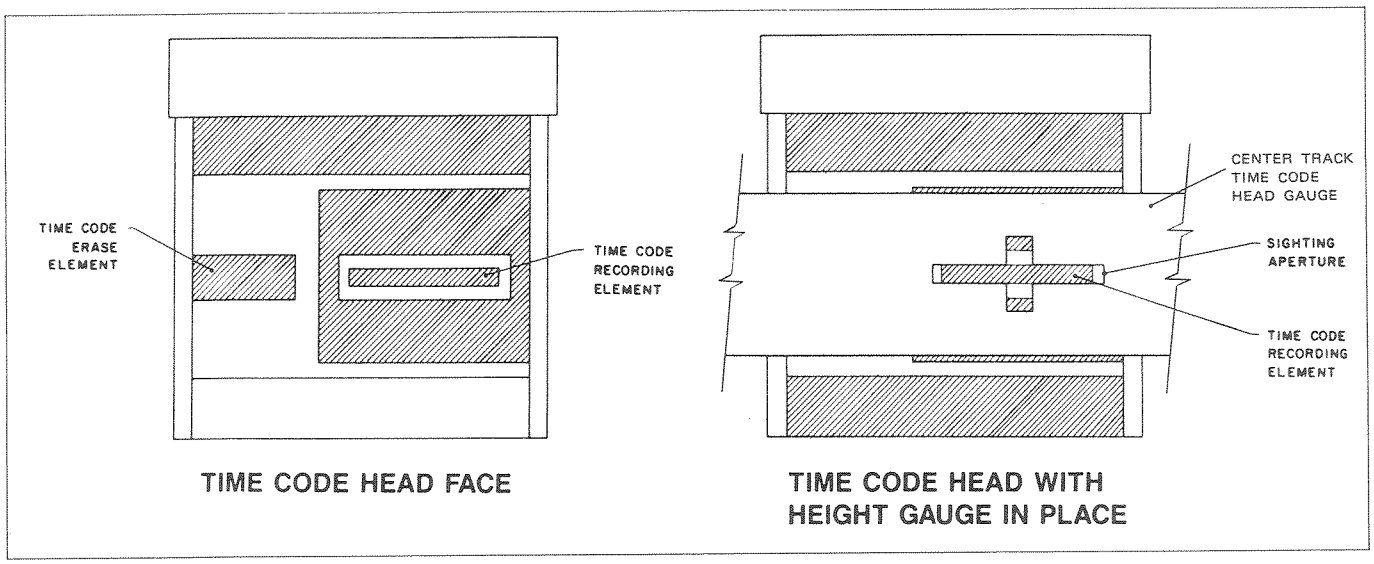

Figure 4-1. Time Code Head Height
STEP 4 Verify that the Time Code recording element is centered exactly along the lateral slot in the sighting aperture, as illustrated in Figure 4-1. If this condition is met, go to STEP 5. Otherwise, go to STEP 6.